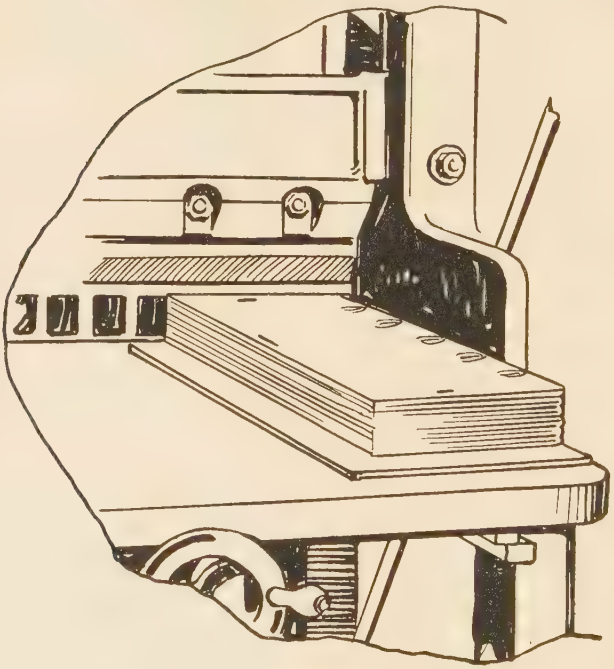

Fig. 193—Book Back Snug Against Right Hand Gauge, Head of Book Against Back-gauge
3. Place in cutting machine, *head first*, back of book against right-hand gauge of cutter, and with head of book against back-gauge. (Fig. 193.)